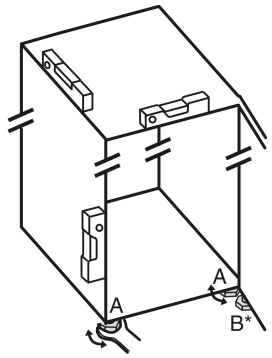

Fig. 5
- ▶ Extrageți prin rotire picioarele reglabile *Fig. 5 (A)* cu cheia fixă atașată și cu ajutorul unei nivele cu apă, până când aparatul este fix și aliniat plan.
- ▶ Extrageți prin rotire piciorul reglabil *Fig. 5 (B)* de la suportul de lagăr cu cheia fixă atașată, până când acesta atinge solul.
- ▶ Continuați să rotiți piciorul reglabil *Fig. 5 (B)* cu 90°.